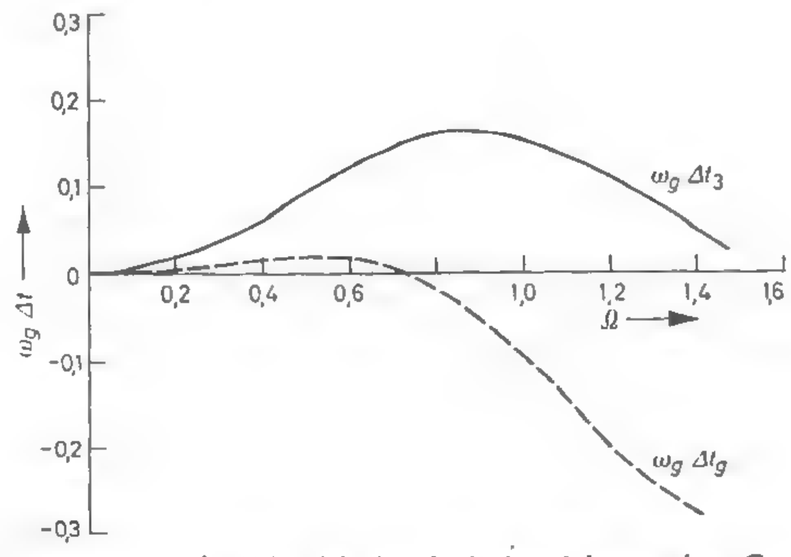

Bild 14. Laufzeitabweichung der Gegenkopplung ($\omega_g \Delta t_3$) und der kompensierten Verstärkerstufe ($\omega_g \Delta t_g$)
Die Auswertung dieser Gleichung im Bild 14 zeigt den geforderten Anstieg bei $\Omega < 1$. Die gesamte Phasenlaufzeit bleibt unter dem Toleranzwert von Gl. (115). (Fortsetzung folgt)